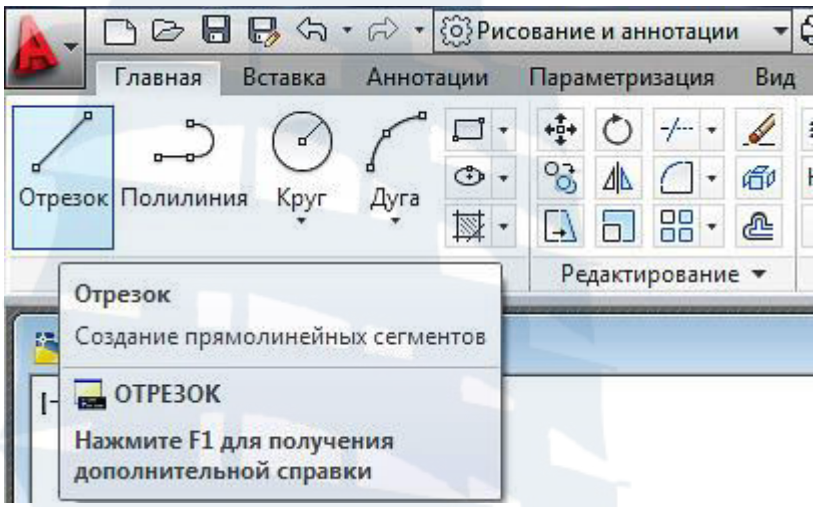

Рис. 53
– щелчком мыши по кнопке **Отрезок** на панели инструментов **Рисование** на вкладке **Главная** (рис. 53);